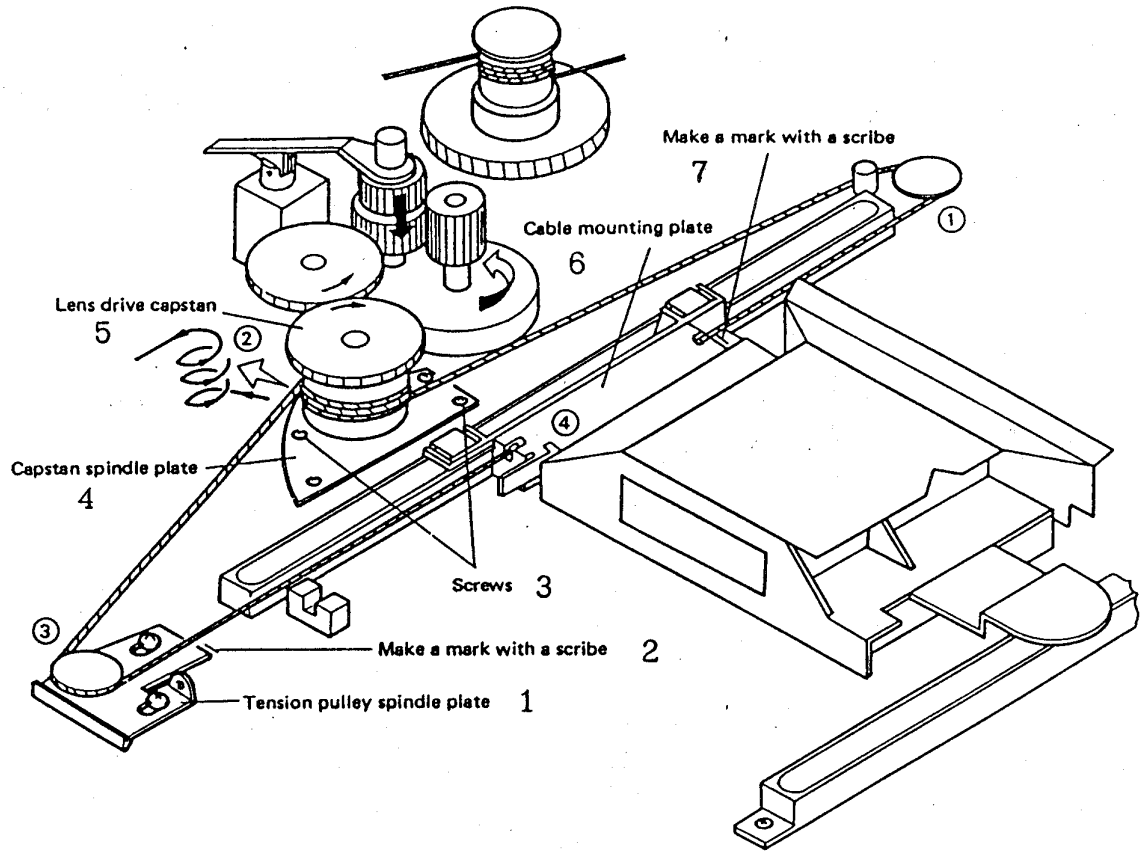

Рис. 4-10
1) Вывинтить два винта, крепящих пластинку шпинделя ворота привода объектива, и снять ворот (см. также рис. 4-10).
2) Намотать трос привода объектива вокруг ворота, как показано на рис. 4-10 и закрепить его двумя винтами.